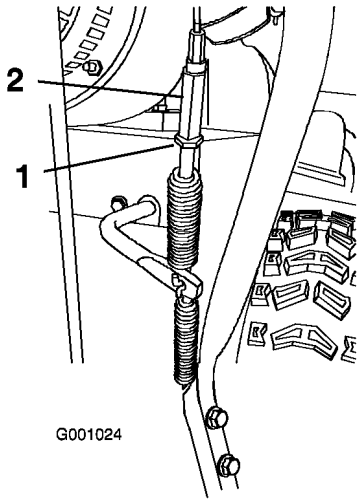

Figur 40
5. Lossa kontramuttern (Figur 40).
6. Lossa eller dra åt spännmuttern som justerar kabelanspänningen (Figur 40).